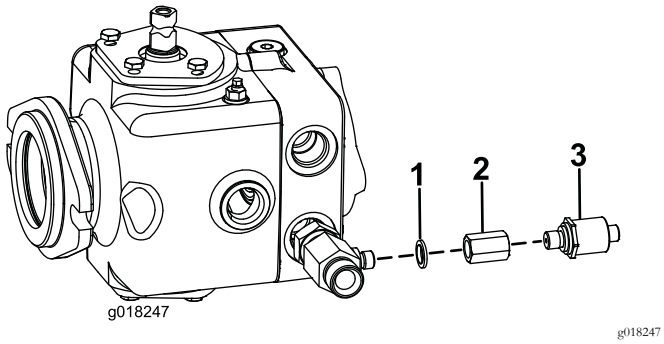

Figura 8
3. Avvitate l'adattatore del pressostato nel raccordo a T utilizzando una guarnizione Dowty (¼"), come illustrato nella Figura 8.
4. Avvitate il pressostato nell'adattatore (Figura 8). Serrate il pressostato a 34 N·m.